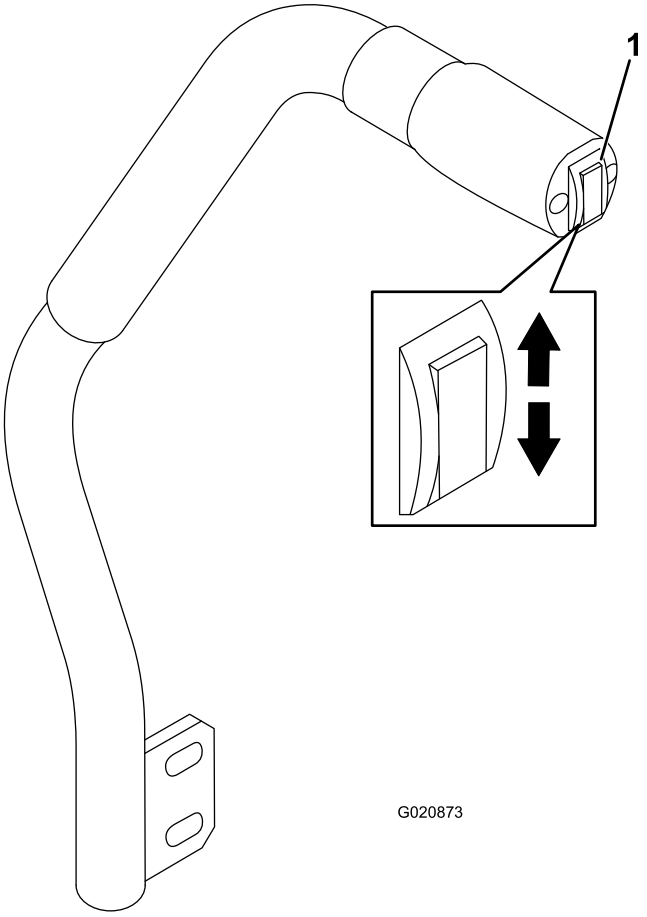

Figura 24
La palanca de elevación de la carcasa eleva y baja la carcasa de corte (Figura 24). El motor debe estar en marcha para poder utilizar esta palanca.
- Para bajar la carcasa de corte, presione hacia abajo el interruptor de elevación de la carcasa (Figura 24).
- Para elevar la carcasa, presione hacia arriba el interruptor de elevación de la carcasa (Figura 24).
1. Con el motor en marcha, presione hacia arriba el interruptor de elevación de la carcasa hasta que la carcasa de corte esté elevada del todo y **suelte el interruptor inmediatamente** (Figura 24).